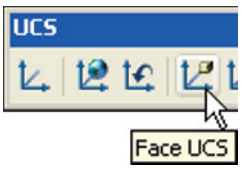
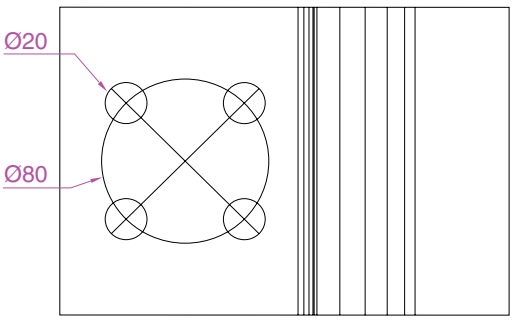

Fig. 17.25 The **Face UCS** icon from the **UCS** toolbar
Fig. 17.26 Second example – **2D outlines in 3D space** – the circles in the new UCS face
Second example – 2D outlines in 3D space (Fig. 17.26)
4. *Click* the **Face UCS** tool icon in the **UCS** toolbar (Fig. 17.25) and place the 3D model in the ucs plane shown in Fig. 17.26, selecting the sloping face of the extrusion for the plane and again **Zoom** to **1**.
5. With the **Circle** tool draw five circles as shown in Fig. 17.26.